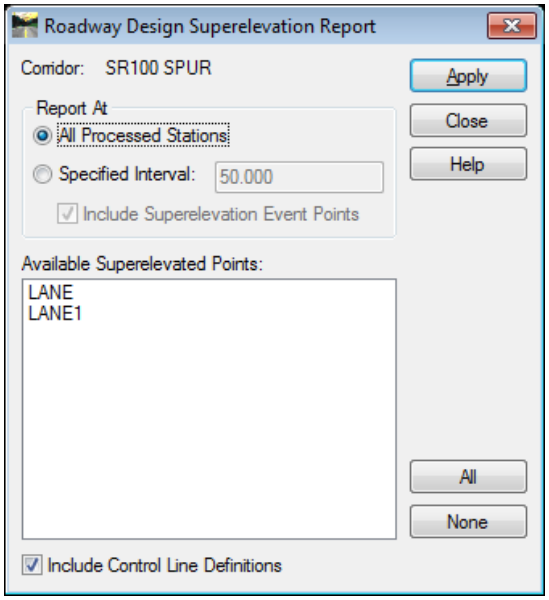

Figure L8-52 Roadway Design Superelevation Report
91.	**Generate a Superelevation Report.** • In the **Roadway Designer**, select **Superelevation ► Superelevation Report**. The **Roadway Design Superelevation Report** dialog opens as shown in *Figure L8-52*. • Click the **All** button to select all the available Superelevated Points. • Click **Apply** and the **Bentley Civil Report Browser** will appear. • The Name of the Style Sheet is '**GDOT Superelevation Data Report.xsl'**. Click on this Style Sheet Name to select it. • The Superelevation Data Report opens in the **Bentley Civil Report Browser**. Take a moment to review the Report. ***NOTE**: InRoads generated the report from XML data by using a Style Sheet (XSL file). Style Sheets may be saved as HTML files or TXT files. Style Sheets will be discussed in further detail in **Lab 14**. • In the **Bentley Civil Report Browser**, select **File ► Exit**. • This completes the use of the **Superelevation Wizard**. • Click **Close** to close the **Roadway Design Superelevation Report** dialog if still open.